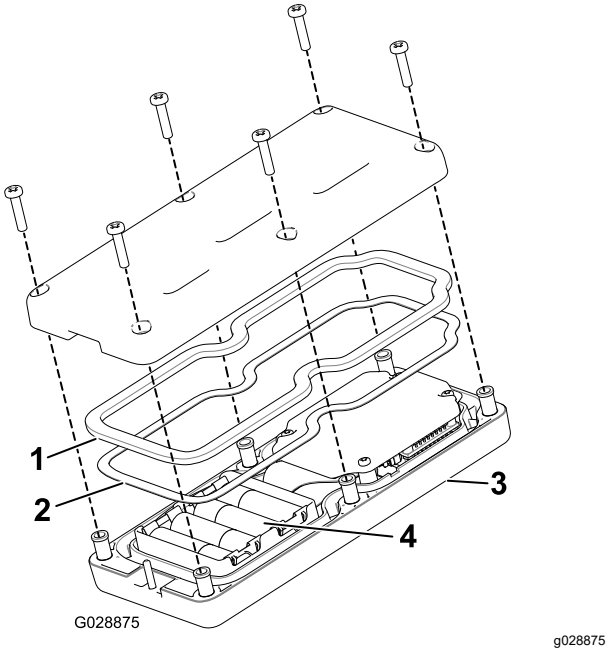

Figur 42
3. Ta bort de 6 skruvarna från baksidan av kontrollen och ta bort luckan (Figur 42).
5. Sätt i batterierna i batterifacket och var noga med att placera polerna åt rätt håll. Det finns polaritetsmarkeringar för varje terminal präglade på batterifacket (Figur 42).
6. Om du oavsiktligt tar bort gummitätningen och stålpackningen ska du sätta tillbaka dem försiktigt i kanalen på handkontrollen (Figur 42).
7. Sätt tillbaka kåpan och sätt fast den med de sex skruvarna som togs bort tidigare (Figur 42) och dra åt dem till 1,5–1,7 Nm.